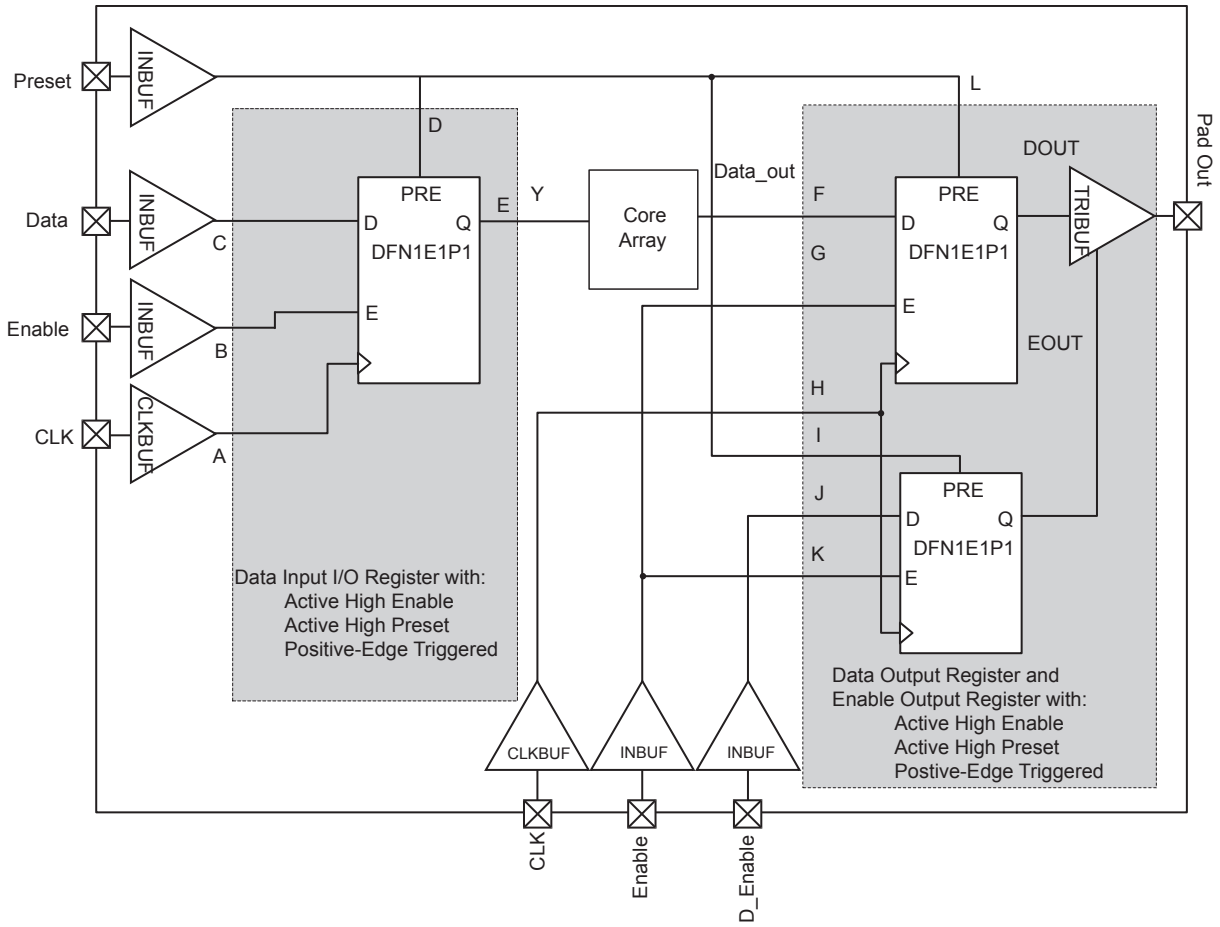

Figure 2-14 **• Timing Model of Registered I/O Buffers with Synchronous Enable and Asynchronous Preset**
* *See Figure 2-14 on page 2-44 for more information.*